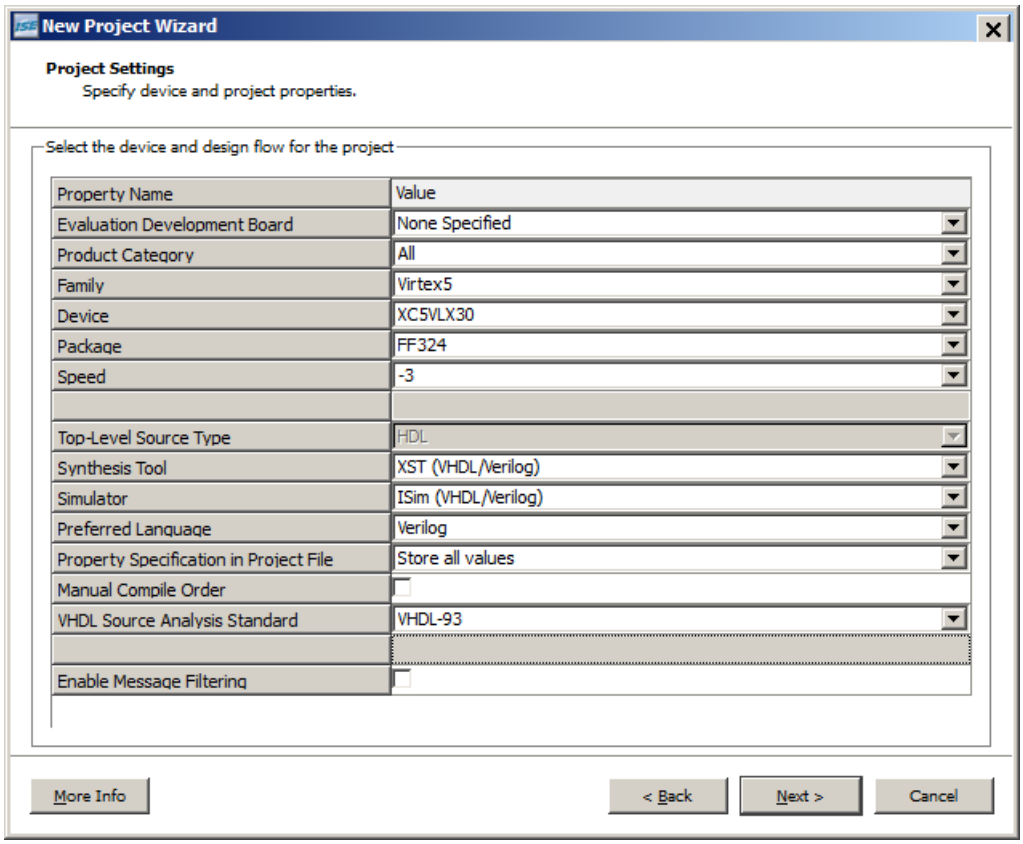

Figure 2-1: **New Project Wizard: Project Settings**
5. In the Project Settings dialog box, select the device and project properties. Change the settings to match the settings shown in Figure 2-1, page 12, and click **Next** to continue.